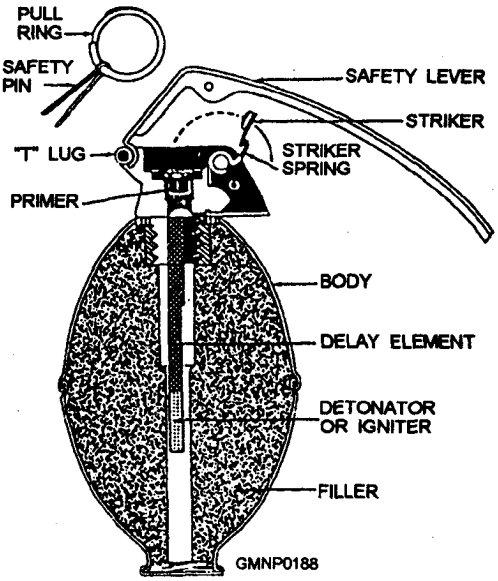

Figure 3-114.—Functioning of the fuze.
- Delay fuzes are used in all standard hand grenades. Detonation of the grenade is not on impact but after the delay element in the fuze has burned, The fuze assembly (fig. 3-114) consists of a the body, a